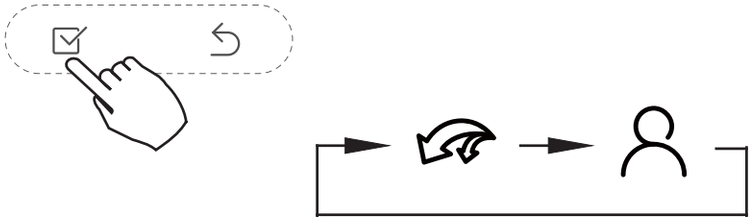

Fig. 22 — Confirm the Setting
2. Press **CONFIRM** to confirm the setting (see Fig. 22).